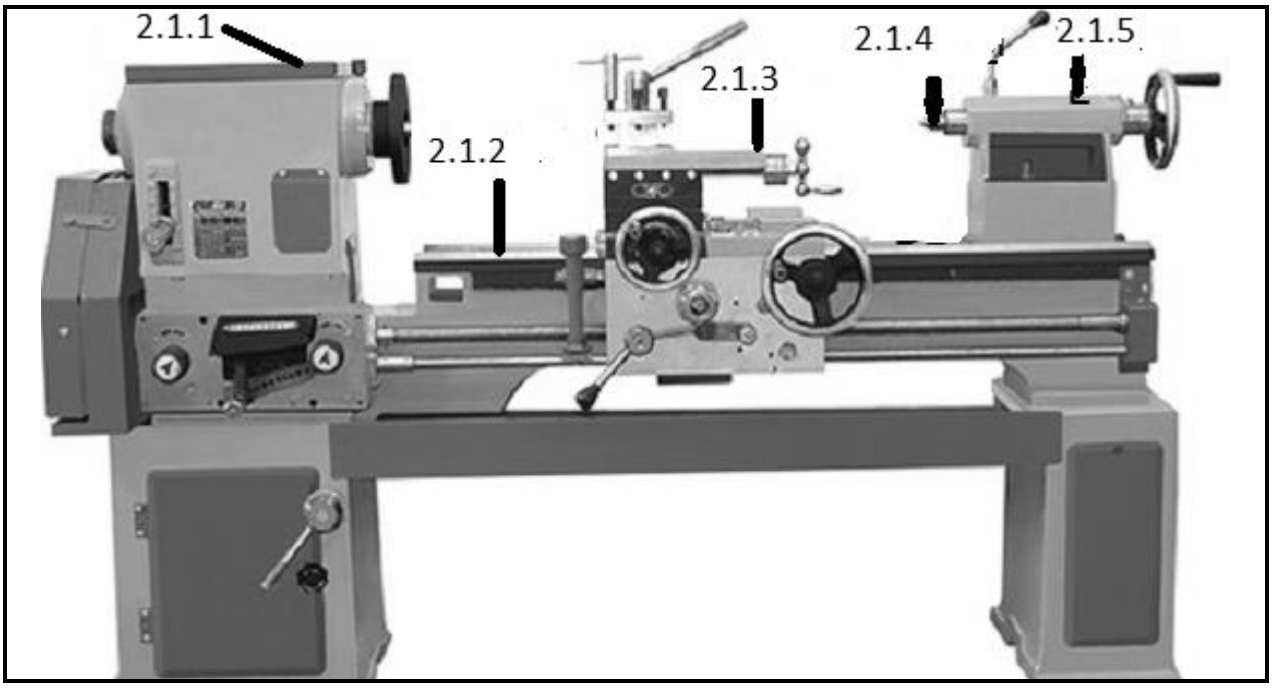

FIGURE 2
2.1 Label the machine components in FIGURE 2 by writing only the answer next to the question number (2.1.1–2.1.5) in the ANSWER BOOK. (5 × 1) (5)
2.2 Name THREE taper-turning methods that can be performed on the machine in FIGURE 2. (3)
2.3 Compare the two machines shown in FIGURE 1 and FIGURE 2 in terms of:
2.5 Name TWO types of steadies and explain where to mount it in the machine in FIGURE 2. (4)